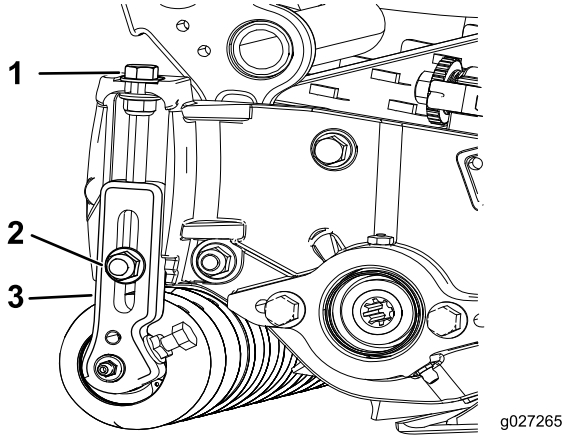

Figuur 15
1. Draai de borgmoeren los waarmee de maaihoogtebeugels zijn bevestigd aan de zijplaten van het maaidek (Figuur 15).